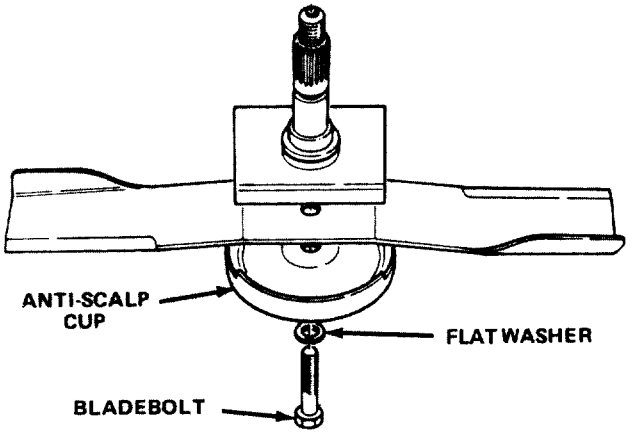

Figure 28
2. Grasp end of blade using a rag or thickly padded glove. Remove bladebolt, flatwasher, anti-scalp cup and blade from spindle shaft (Fig. 28).